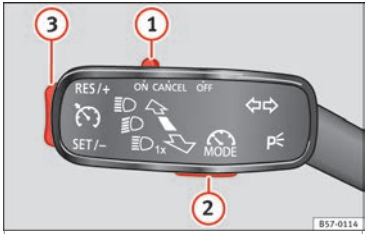

Fig. 188 On the left of the steering column: control and buttons to operate the speed limiter.
If you wish to temporarily switch off the speed limiter, e.g. to overtake, move control ››› Fig. 188 ① of the turn signal lever into position **CANCEL** or the third lever into pressure point **CANCEL** or press button ② on any lever.